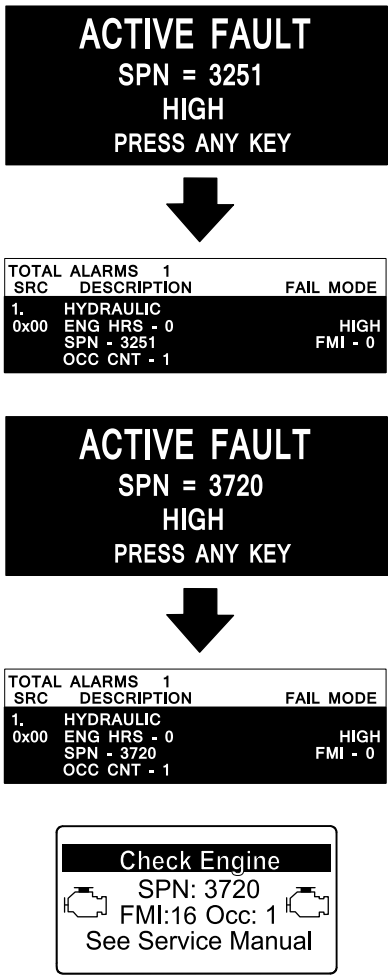

Figura 97
- Si se muestran los fallos CHECK ENGINE SPN 3251 FMI 0 (comprobar motor spn 3251 fmi 0), CHECK ENGINE SPN 3720 FMI 0 (comprobar motor spn 3720 fmi 0) o CHECK ENGINE SPN 3720 FMI 16 (comprobar motor spn 3720 fmi 16) en el InfoCenter (Figura 97), limpie el filtro de hollín siguiendo los pasos indicados a continuación: